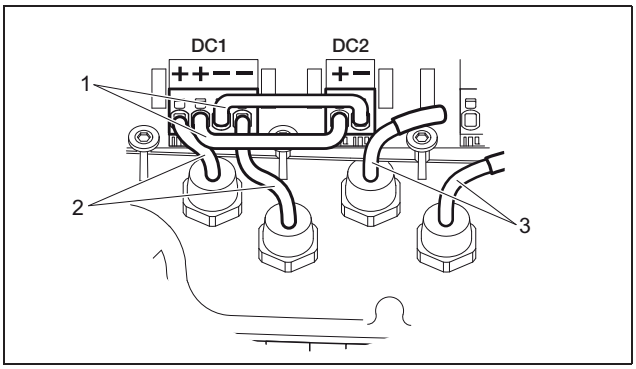

Abbildung 20: *Eingang 1 und 2 parallel geschaltet (convert 3.5T/4T dcs)*
- convert 3.5T/4T/7T/8T/10T dcs: Falls vorgesehen, schalten Sie jetzt Eingang 1 und 2 **parallel**. Stecken Sie dazu die mitgelieferten Brücken wie gezeigt (Abbildung 20/21) in die Klemmen.